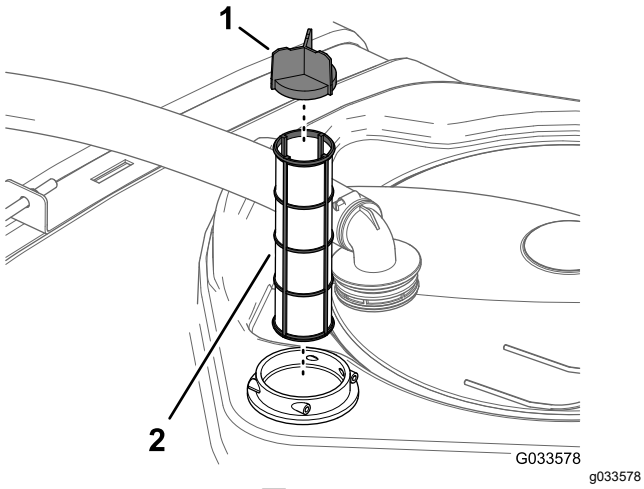

図 55
4. フィルタハウジングタンク内部からストレーナを取り出す図 55。